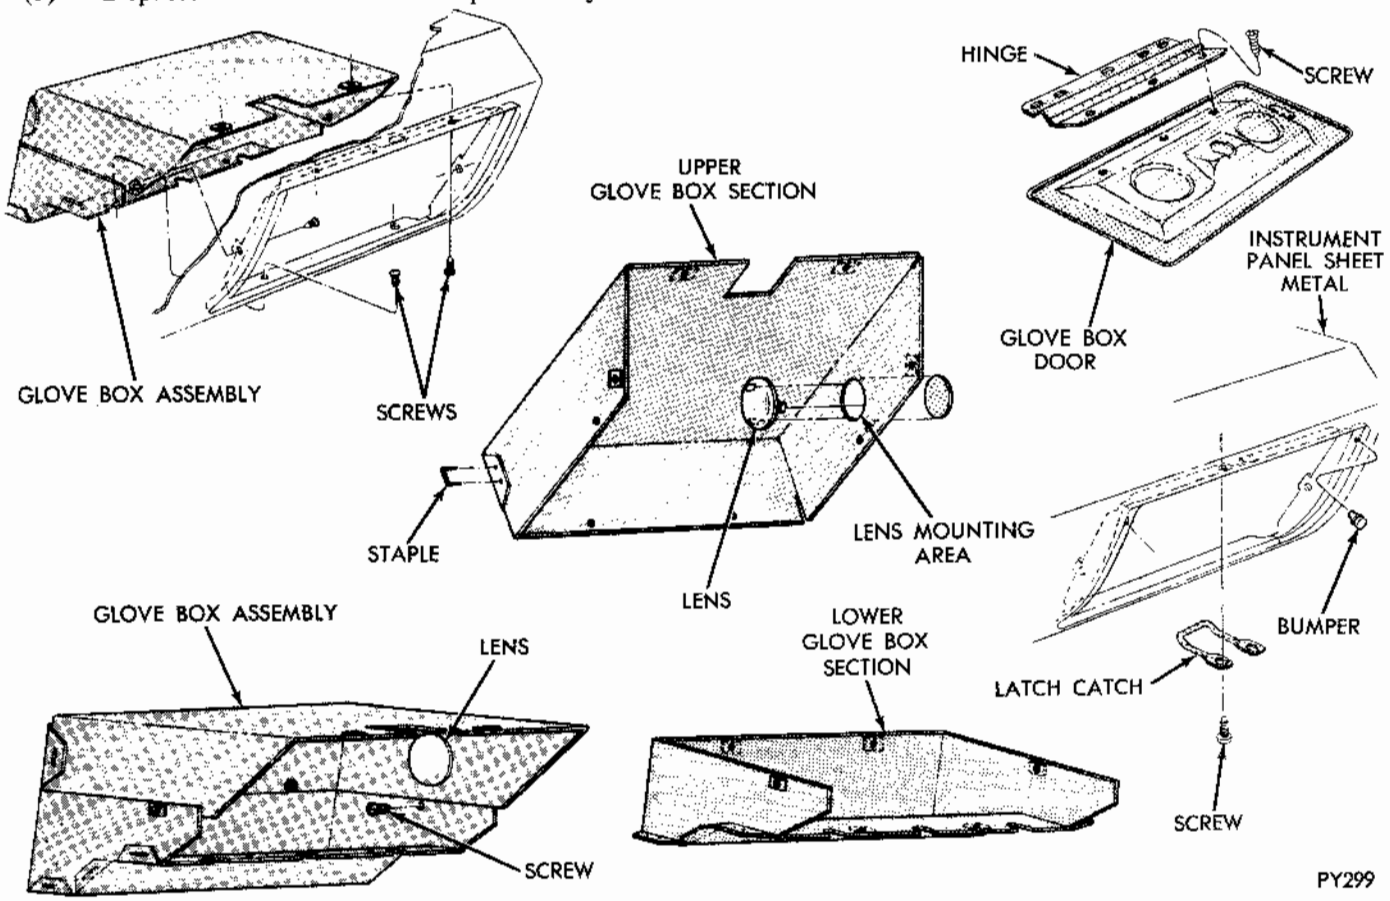

Fig. 7 - Glove Box Assembly - Challenger
(1) Position upper and lower assemblies together with screws. (Fig. 7).
(2) Install lamp lens.
(3) Position glove box to inner panel and secure with screws.
(4) Secure hinge to door.
(5) Install glove box door bumpers to panel.
(6) Install glove box door lock latch catch to panel.